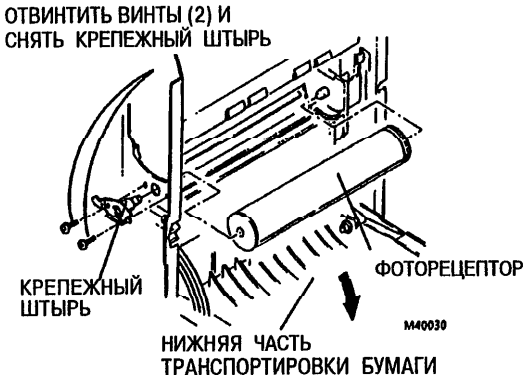

Рис. 1. Снятие фоторецептора
4. (Рис. 1): Отвинтить два винта и крепежный штырь. Снять фоторецептор.